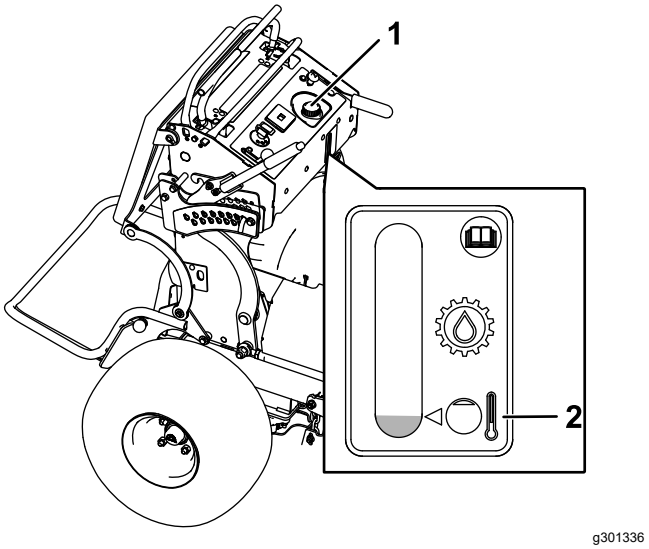

Figure 81
4. Nettoyez la surface autour du bouchon et du goulot de remplissage du réservoir hydraulique (Figure 81).
5. Enlevez le bouchon du goulot de remplissage (Figure 81).